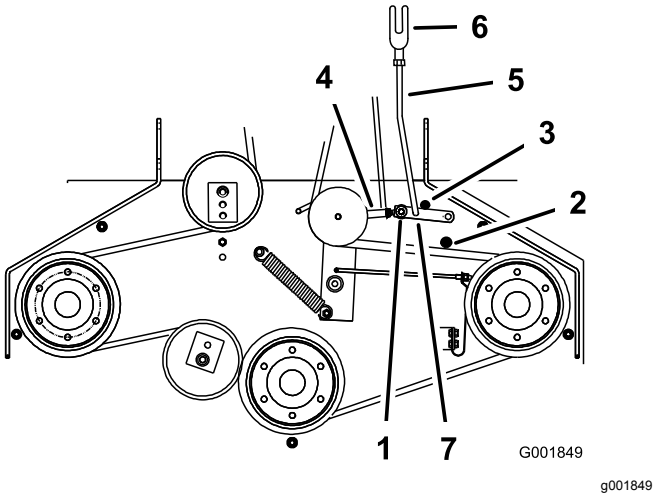

Figur 50
5. Se till att stödarmen ligger an mot det bakre stödarmsanslaget på klippdäcket (Figur 50).
7. Stödarmen ska ligga an mot det främre stödarmsanslaget på däcket. Om den inte ligger an justerar du vinkelhävarmen så att den ligger närmare stödvinkeln (Figur 50).
8. Justera stödarmslänken genom att avlägsna hårnålssprinten från stödarmen (Figur 50).
11. Montera stödarmslänken i stödarmen och fäst den med hårnålssprinten (Figur 50).